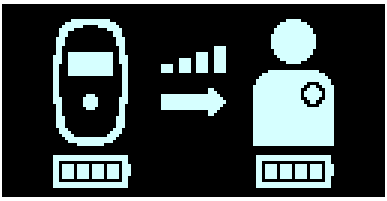

Rysunek 15: Ekran statusu ładowania IPG
6. Po zakończeniu pobierania danych zostanie wyświetlony ekran statusu ładowania IPG, wskazujący, że ładowarka Vesta rozpoczęła aktywne ładowanie IPG OPTIMIZER Smart Mini. **Patrz Rysunek 15.**
8. Ekran statusu ładowania IPG (patrz **Rysunek 15**) będzie nadal wyświetlany podczas ładowania IPG OPTIMIZER Smart Mini.